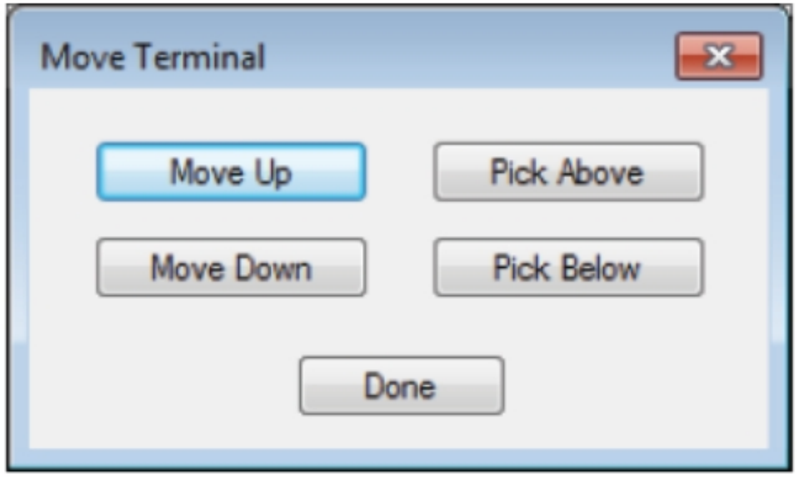

Figure-31. Move Terminal dialog box
- Click on the **Move Terminal** button after selecting a terminal if you want to move the terminal in the table. On clicking this button, the **Move Terminal** dialog box will be displayed; refer to Figure-31. Using the buttons in the dialog box, you can move the terminal to desired location. After performing the changes, click on the **Done** button.